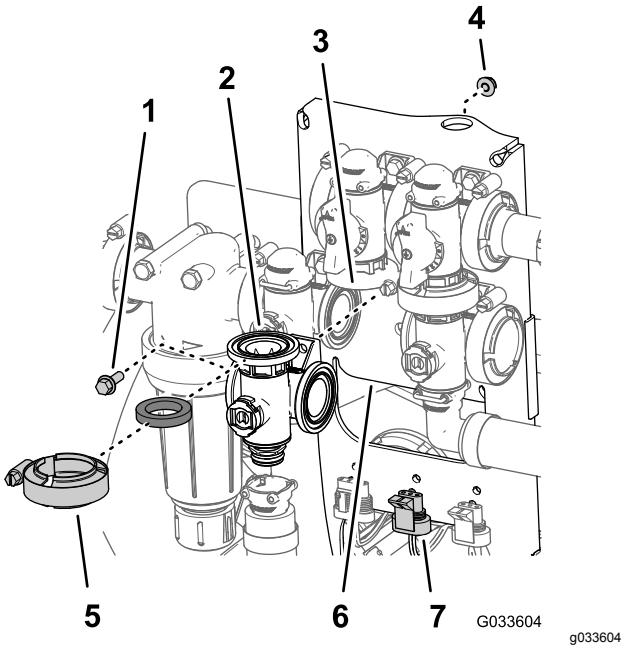

Figuur 124
1. Lijn de flens van de mengklepverdeler uit met een pakking en de flens van de mengomloopklep (A van Figuur 124).
9. Monteer de mengklep aan de klepbevestiging met de flenskopbout en flensborgmoer (Figuur 124) die u hebt verwijderd in stap 3 van De mengverdelerklep verwijderen (bladz. 83) en draai de moer en bout aan met 10-12 N·m.